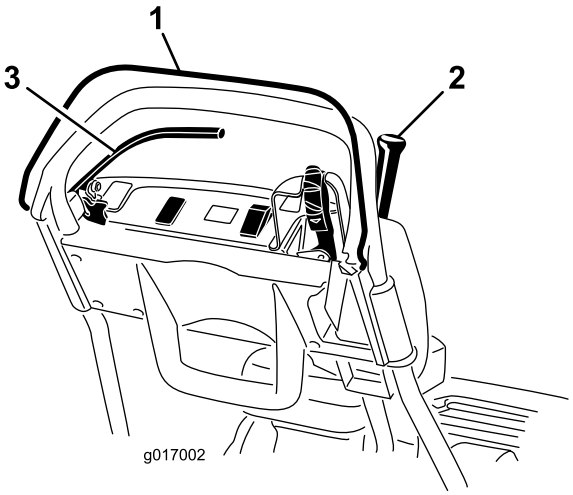

Figur 28
3. Forsøg at aktivere traktionshåndtaget, imens dødemandsgrebet er sluppet (Figur 28). Traktionshåndtaget bør ikke koble ind. Hvis traktionshåndtaget kobler ind, skal sikkerhedslåsesystemet serviceres. Afhjælp problemet, før plæneklipperen betjenes. Se Eftersyn af traktionssikkerhedskontakt (side 30).
4. Hold dødemandsgrebet nede, imens traktionshåndtaget er aktiveret, og slip så dødemandsgrebet (Figur 28). Traktionshåndtaget bør koble ud. Hvis traktionshåndtaget ikke kobler ud, skal sikkerhedslåsesystemet serviceres. Afhjælp problemet, før plæneklipperen betjenes. Se Eftersyn af traktionssikkerhedskontakt (side 30) eller (side).
5. Aktiver traktion og knivcylinderdrev, imens dødemandsgrebet holdes nede, og skiftegrebet er skubbet til venstre, og slip så dødemandsgrebet (Figur 28). Traktionshåndtaget bør koble ud. Hvis traktionshåndtaget ikke kobler ud, skal
6. Hold dødemandsgrebet nede og skub skiftegrebet til venstre for at aktivere traktion og knivcylinderdrev, og skub så skiftegrebet til højre for at udkoble knivcylinderdrevet (Figur 28). Knivcylinderdrevet bør udkoble. Hvis traktionshåndtaget ikke kobler ud, skal sikkerhedslåsesystemet serviceres. Afhjælp problemet, før plæneklipperen betjenes. Se Justering af knivcylinderkontrollen (side 34).
2. Hold dødemandsgrebet nede, aktiver traktions-håndtaget, og sæt motorens betjeningsanordninger i startpositionen (Figur 28). Forsøg at starte motoren. Motoren bør ikke starte. Hvis motoren starter, skal sikkerhedskontakten serviceres. Afhjælp problemet, før plæneklipperen betjenes. Se Eftersyn af traktionssikkerhedskontakt (side 30).
2. Udkobl traktionshåndtaget, aktiver driftsbremsen, og sæt motorens betjeningsanordninger i startpositionen (Figur 28). Forsøg at starte motoren. Motoren bør starte. Hvis motoren ikke starter, skal sikkerhedskontakten serviceres. Afhjælp problemet, før plæneklipperen betjenes. Se Eftersyn af bremsesikkerhedskontakt (side 31).
3. Indkobl driftsbremsen (ikke parkeringsbremsen), imens motoren kører, hold dødemandsgrebet nede, og indkobl traktionshåndtaget (Figur 28). Motoren skal arbejde for at overvinde bremsen, men bør ikke stoppe. Hvis motoren stopper med det samme, skal sikkerhedskontakten serviceres. Afhjælp problemet, før plæneklipperen betjenes. Se Eftersyn af bremsesikkerhedskontakt (side 31).
4. Aktiver parkeringsbremselåsen, imens motoren kører, hold dødemandsgrebet nede, og indkobl traktionshåndtaget (Figur 28). Motoren bør stoppe. Hvis motoren ikke stopper, skal sikkerhedskontakten serviceres. Afhjælp problemet, før plæneklipperen betjenes. Se Eftersyn af bremsesikkerhedskontakt (side 31).